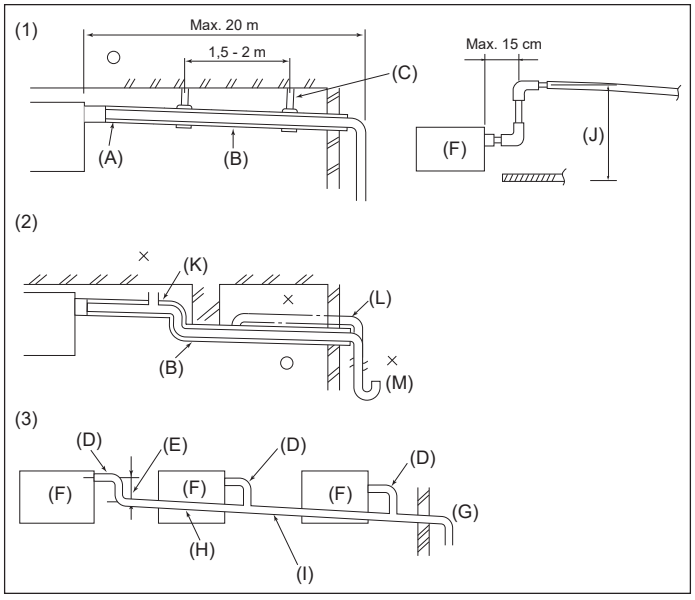

Fig. 5-1
5.1. Mise en place du tuyau d'écoulement (Fig. 5-1)